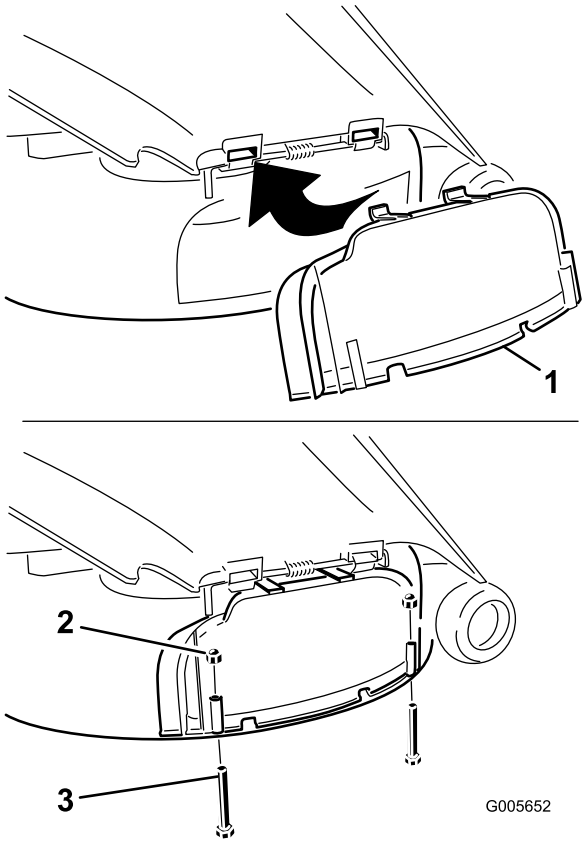

Figur 28
5. Drej tømningsdækslet ned mod åbningen og mod plæneklipperens nederste kant (Figur 28).
6. Fastgør udblæsningsdækslet til plæneklipperens nederste kant med to bolte (1/4 x 2-1/2 tomme) og to hættemøtrikker (1/4 tomme) som vist i Figur 28.